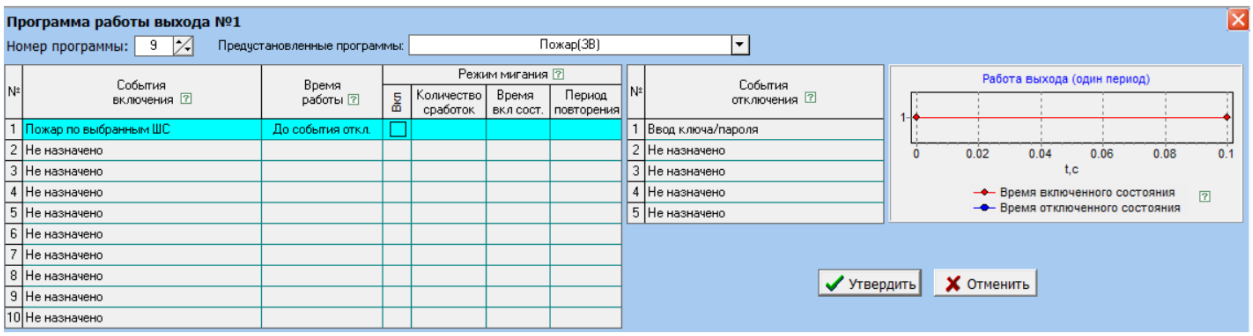

Рисунок 14
1) Выход «ЗВ» для подключения звукового оповещателя. Программа 9 (рисунок 14).